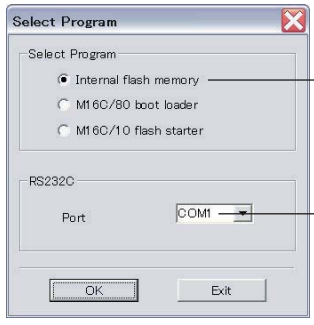

Fig. 2
The screen appears as shown below. (Fig. 2)
3. Select the data to be transmitted and port. (Fig. 2)
下記の画面が表示されます。（Fig. 2）
3. 送信データ、ポートを選択します。（Fig. 2）